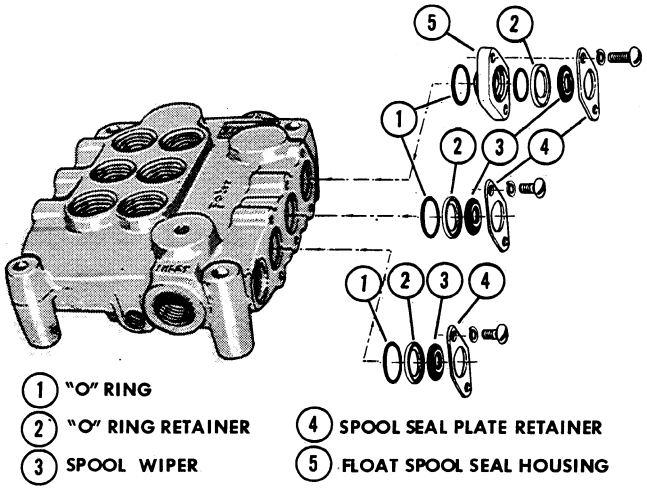

Figure DD-16
4. Figure DD-16 shows the order in which the "O" rings, seal housing, retainer, wipers and retainer plates are assembled in the control valve body.